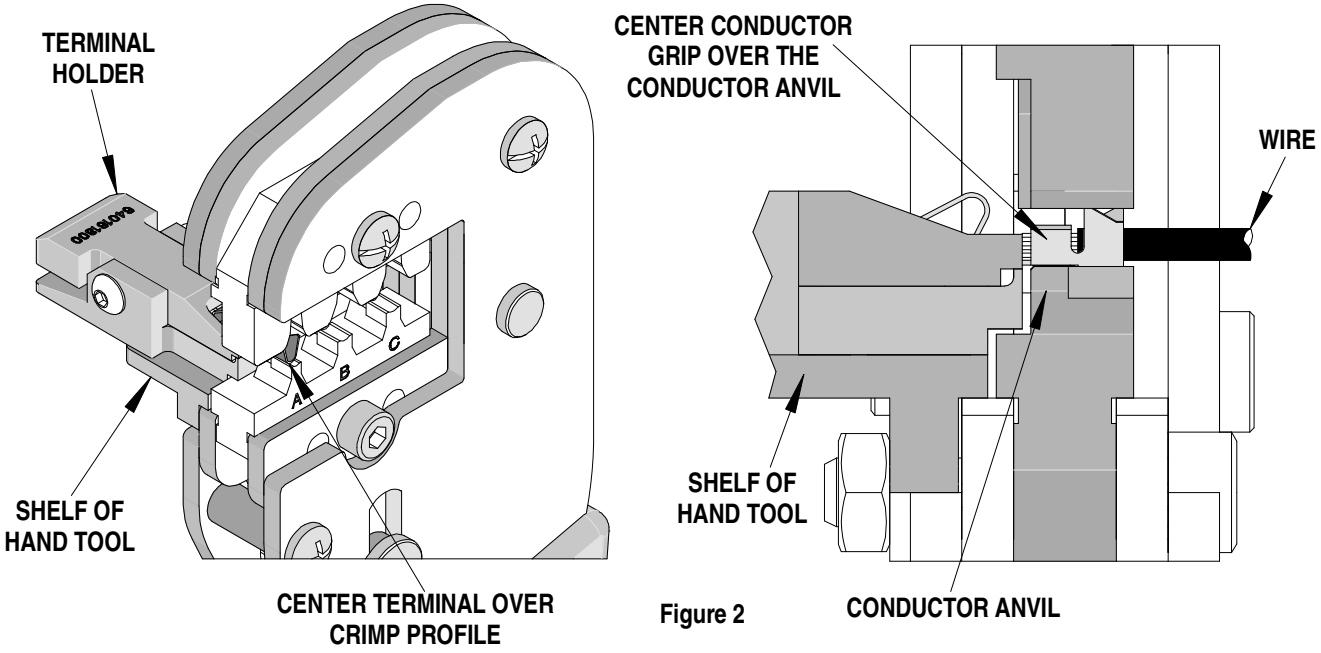

Figure 2
4. Carefully place the terminal holder on the shelf of the hand tool and center the terminal as shown over the appropriate tool crimp profile. See Figure 2.